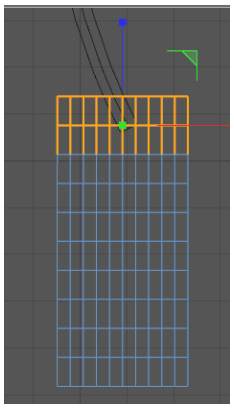

Figure 3-66 *The edges to be selected in the Top viewport*
11. Choose the **Edges** tool from the Modes Palette; *Cube* is displayed in the edge mode. Choose the **Live Selection** tool from the Command Palette. In the Attribute Manager, make sure the **Only Select Visible Elements** check box is cleared in the **Options** area. Next, select the edges of *Cube* in the Top viewport, as shown in Figure 3-66.